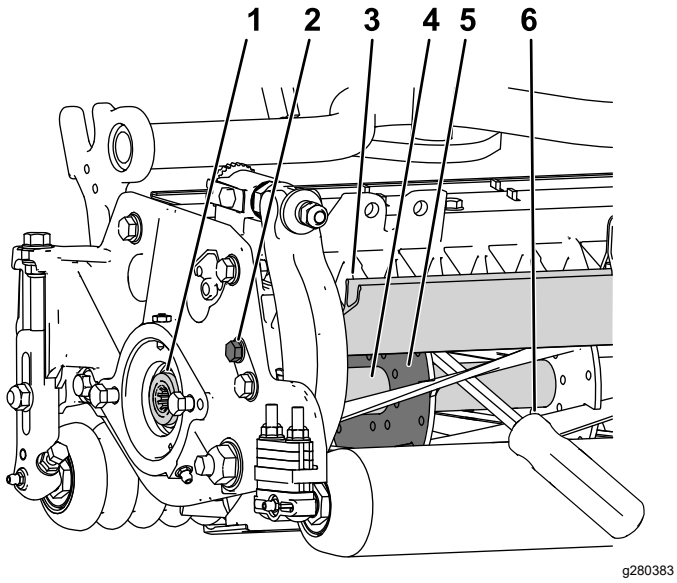

Rysunek 28
1. Poluzuj śrubę osłony z lewej strony jednostki tnącej i podnieś osłonę tylną (Rysunek 28).
2. Wsuń długi łom (zalecany rozmiar ⅜” x 12” z uchwytem śrubokrętowym) przez tył wrzeciona tnącego, jak najbliżej tej strony jednostki tnącej, która będzie dokręcana (Rysunek 28).
3. Oprzyj łom o stronę spoiny spawanej na płycie wsporczej wrzeciona (Rysunek 28).